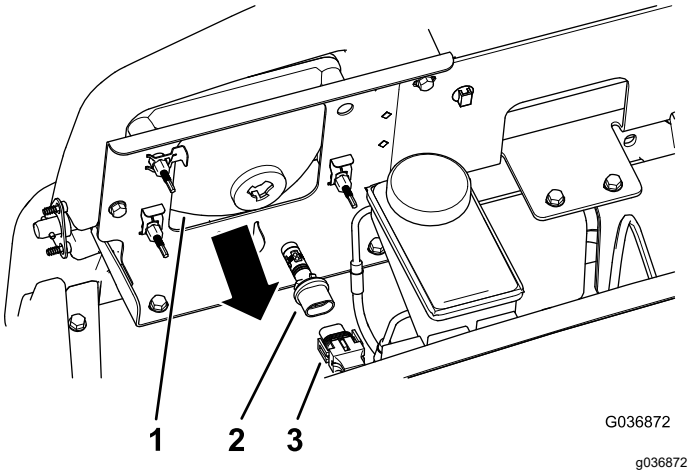

Figura 52
3. Desconecte el conector eléctrico del arnés de cables del conector de la lámpara, en la parte trasera de la carcasa del faro (Figura 52).
4. Retire el conjunto de la lámpara girándola ¼ de vuelta en sentido antihorario y desplazándola hacia atrás (Figura 52).
5. Instale el conjunto de lámpara nueva y la carcasa del faro y alinee las pestañas del conjunto de la lámpara con las ranuras de la carcasa del faro (Figura 52).
6. Sujete el conjunto de la lámpara girándola ¼ de vuelta en sentido antihorario (Figura 52).
7. Conecte el conector eléctrico del arnés de cables al conector del conjunto de la lámpara nueva (Figura 52).